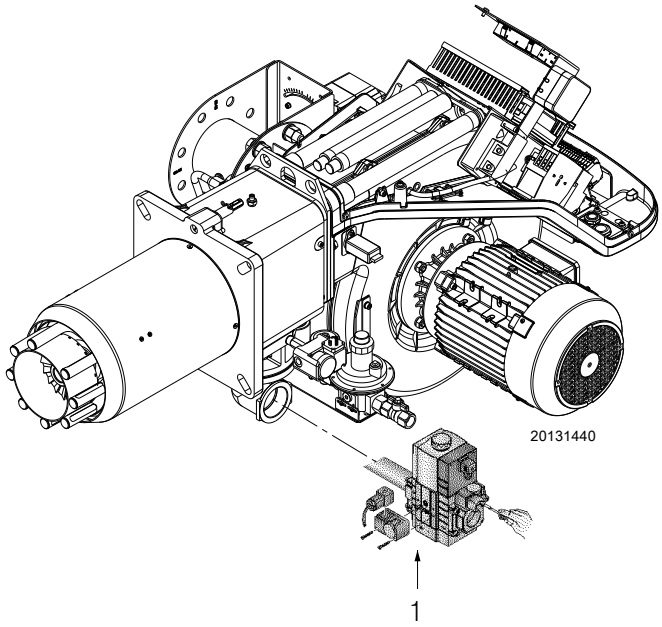

图 41
- ➤ 连接一个压力计到最小燃气压力开关的压力测试点 1)（图 41），检查燃气供应压力：必须低于燃气阀组所能允许的最大压力，见燃气阀组标牌。
- ➤ 将燃气阀组管路中的空气排净，连接一个塑料管到最小燃气压力开关的压力测试点 1）（图 41）。